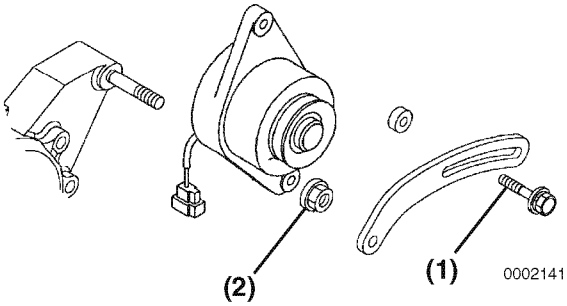

Figure 12-23
3. Remove the V-belt adjuster from the dynamo bolt **(Figure 12-23, (1))**.
4. Remove the nut **(Figure 12-23, (2))** from the gear case stud. Remove the dynamo.